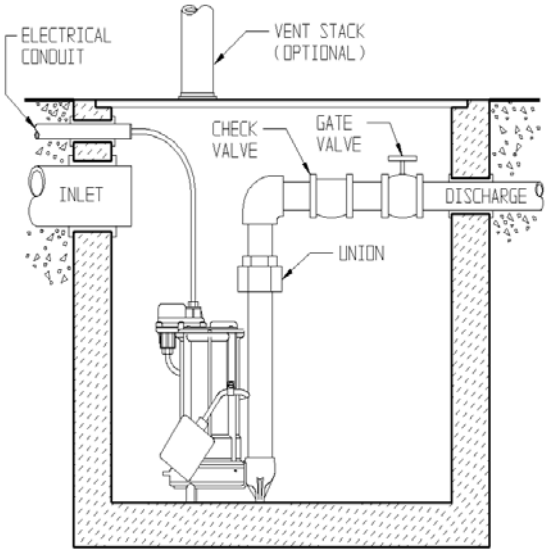

Fig. 2 – Typical Installation Simplex System
A. **Simplex (One Pump) Systems (see Fig. 2):** Set the pump in place making sure the float has adequate clearance to the side wall of the basin. The float must be **free to move throughout its travel** and not contacting the pump body, piping, or other objects. If an optional control device or float is used, follow the directions for mounting that accompany the optional control. Connect the discharge pipe to the pump's threaded discharge. IMPORTANT: DO NOT REDUCE THE DISCHARGE PIPE SIZE BELOW THAT WHICH IS PROVIDED ON THE PUMP. Contact Liberty Pumps or other qualified person if you have questions regarding proper pipe sizes and flow rates. Mount the basin cover making sure it is properly sealed.